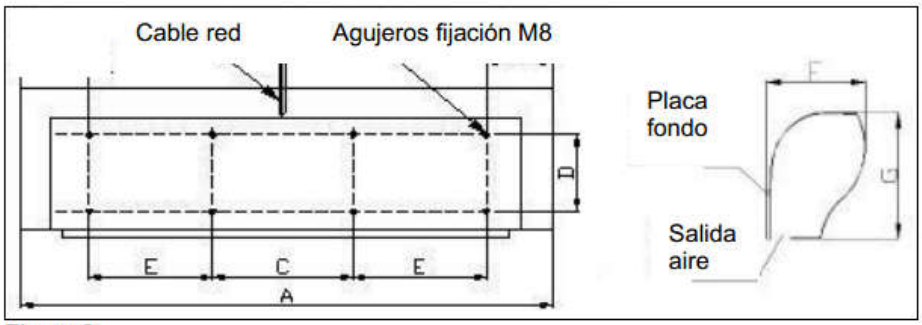

Figura 2
- Realice los agujeros en la pared siguiendo el esquema de la figura 2, y rosque el marco de sujeción a la pared. Los tornillos son M8.